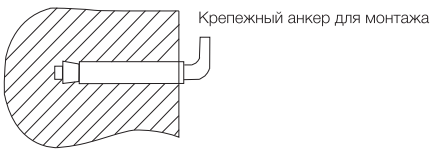

**Рис. 4**
2. После выбора места монтажа определите места под два крепежных болта с крюками (в зависимости от спецификаций выбранного изделия). Проделайте в стене два отверстия необходимой глубины с помощью сверла размером, соответствующим размеру крепежных болтов, вставьте винты, поверните крюк вверх, плотно затяните гайки, а затем установите на него электрический водонагреватель (*см. рис. 4*).